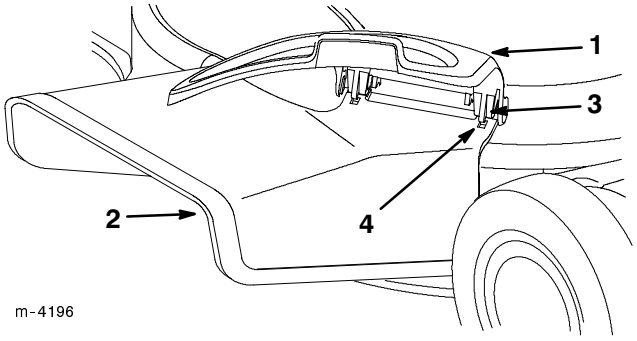

**Figure 50**
5. Slide the chute over the opening with the slots in the chute lined up with the tabs under the cover (Fig. 50).
3. Open the side opening cover and remove the side discharge chute (Fig. 50).